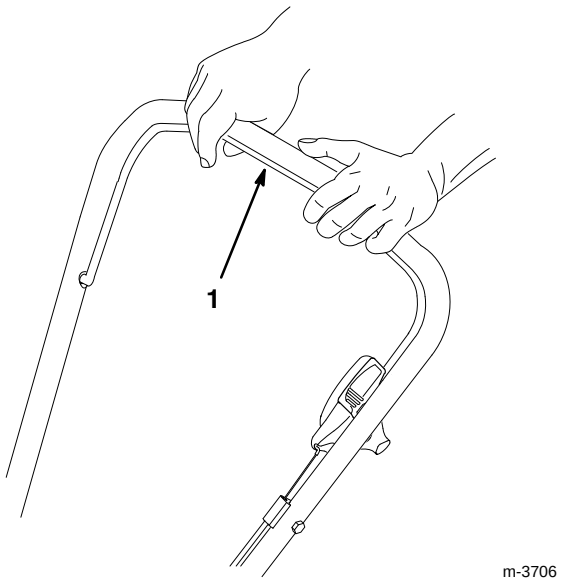

Figure 18
4. Squeeze control bar to handle (Fig. 18).